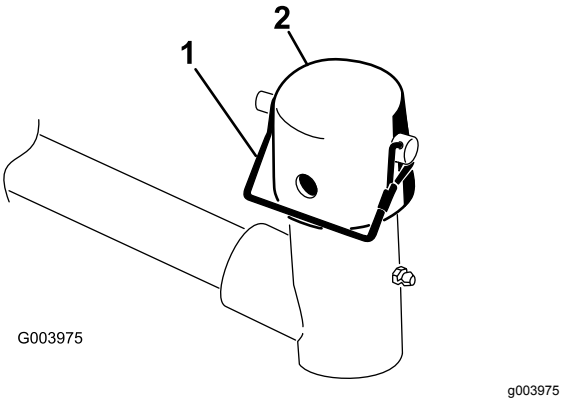

Figur 7
6. Fjern låsestiften og hetten fra løftearmens dreiegaffel (Figur 7).
10. Fest hetten og bærerammeakselen til løftearmsgaffelen med låsestiften (Figur 7).